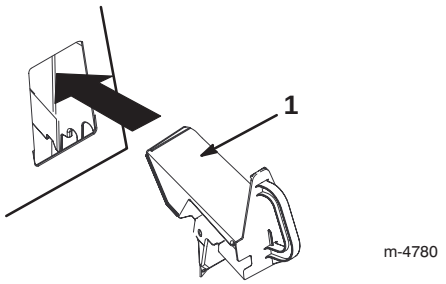

Figur 17
4. Sett resirkuleringspluggen inn i åpningen, som vist på figur 17.